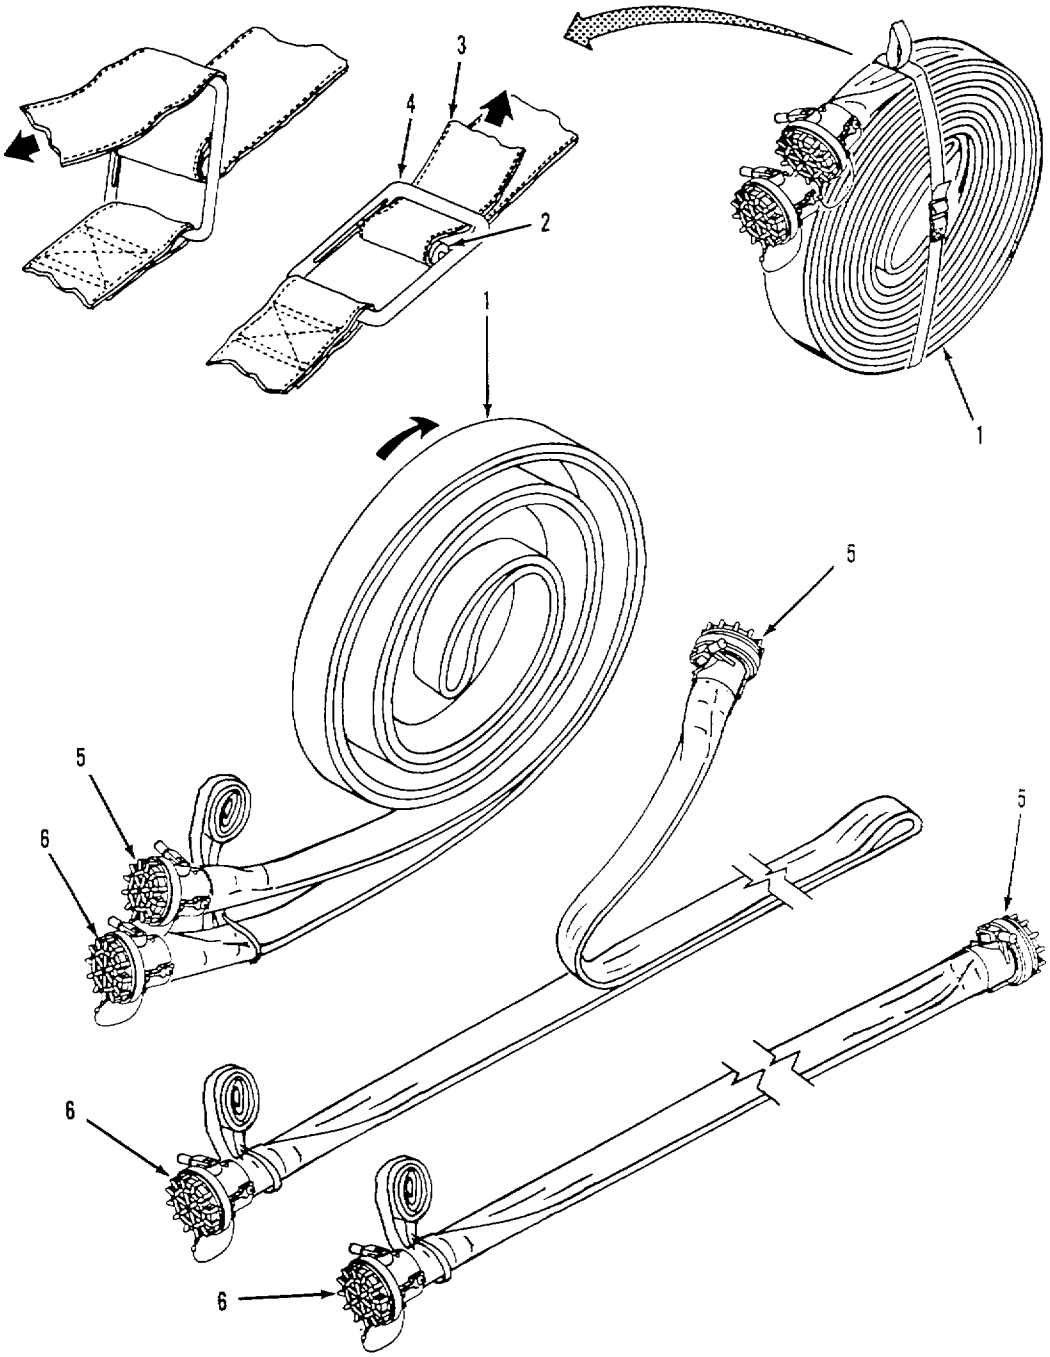

Figure 2-7. Unrolling Fuel Hoses.
(1) Remove HTARS components from transport vehicle.
(2) To aid assembly, separate components into groups of similar parts during removal. For example, group all the fuel hoses together, then all the tees, elbows and nozzles.
c. Unrolling Fuel Hoses. Refer to figure 2-7.